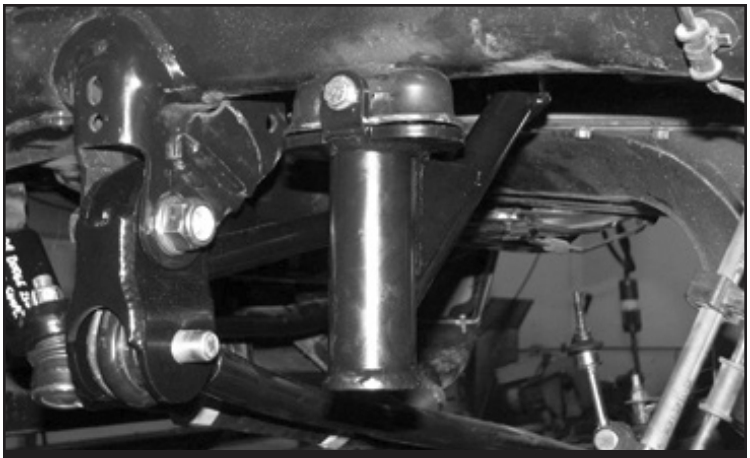

FIGURE 23 - STEP 30
30. Locate a 5/16”-18 x 2-1/2” bolt, nut and washers. Using this bolt, secure the bump stop to the factory bump stop mount and torque to 29 ft-lbs. **SEE FIGURE 23**